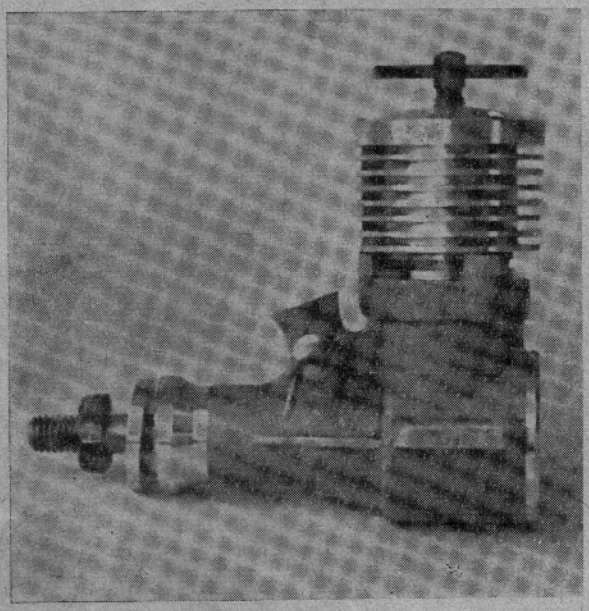

Rys. 21. Silnik modelarski z zasysaniem mieszanki przez wał
b) Rysunek 21 — zasysanie przez wał. Charakterystyczna cecha — umieszczenie gaźnika z przodu na osłonie wału korbowego, który jest drążony i posiada przewiercony otwór zgodny z otworem gaźnika. Wał obracając się steruje wlot mieszanki. System ten jest bardzo popularny i wiele silników nowoczesnych go posiada. Stosuje się go wtedy, gdy zależy na dobrych osiągach silnika przy umiarkowanych obrotach — rzędu 12 000 obr/min. System bardzo korzystny jest przede wszystkim dla modeli swobodnie latających.